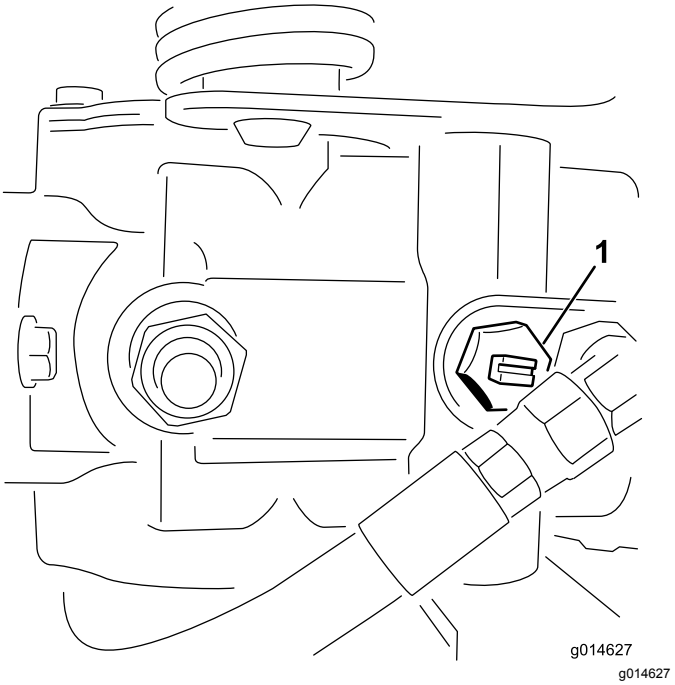

Figur 27
1. Finn omløpsventilen på pumpen, og vri den slik at åpningen står vertikalt (Figur 27).
2. Før du starter motoren, må du stenge omløpsventilen ved å vri den slik at åpningen står horisontalt (Figur 27).